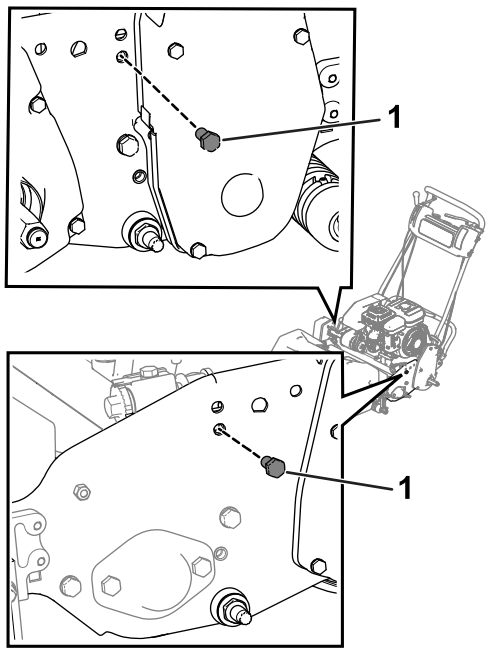

Figure 4
1. Remove and discard the bolt from the upper frame of both side plates as shown in Figure 4.